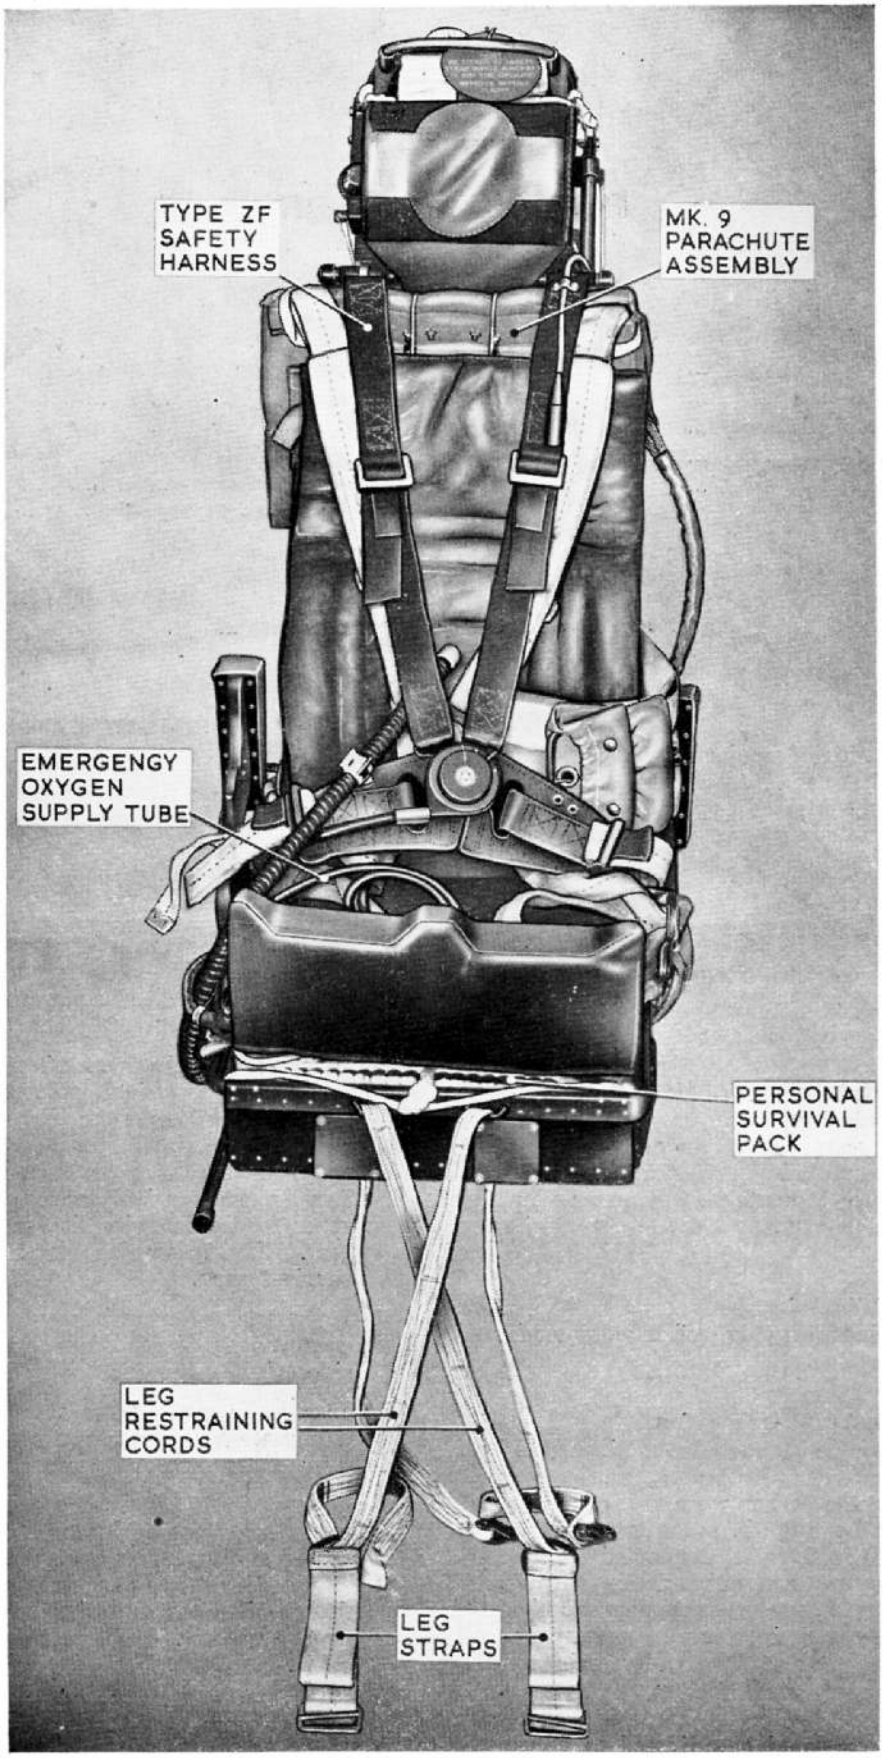

Fig. 1. Mk. 3K ejection seat emergency equipment
Equipment (*fig. 1*)
(2) Secure the parachute harness.
(3) Secure the leg restraining straps just below the knees, with the D-rings to the rear. Ensure that the nylon cords *are* crossed between the snubbing units and the leg restraining straps. Reference to fig. 1 will make this point clear.
(4) Secure and adjust the safety harness as follows:—